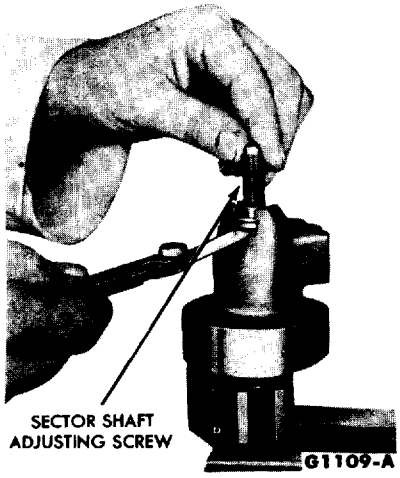

FIG. 23—Adjusting Screw Clearance Check
2. Check the end play of the adjusting screw in the slot of the sector shaft as shown in Fig. 23. The end play should not exceed .002 inch. If the end play is excessive, select the proper shim to give the desired end play. Service shims are available in .063 inch, .065 inch, .067 inch, and .069 inch sizes.